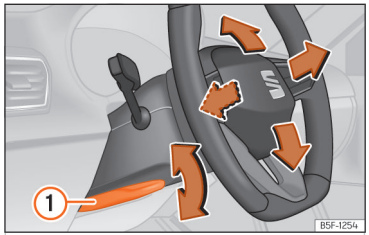

Abb. 92 Hebel auf der linken unteren Seite der Lenksäule.
- Hebel ››› (Abb. 92) ① nach unten schwenken, Lenkrad in die gewünschte Position bringen und Hebel wieder bis zum Schließpunkt nach oben drücken.
- **Den Hebel ››› (Abb. 92) ① nach dem Einstellen immer fest nach oben schwenken, damit das Lenkrad während der Fahrt nicht unbeabsichtigt seine Position verändert.**